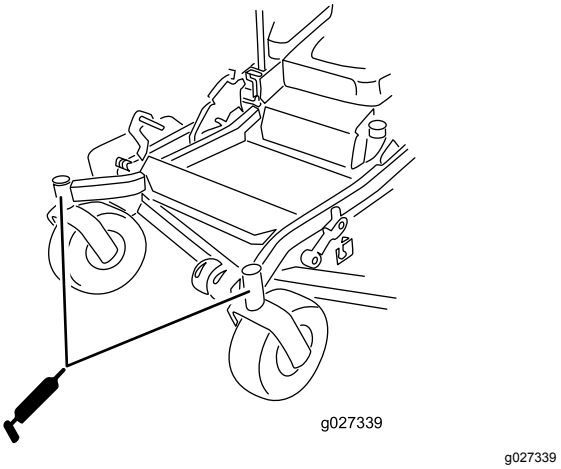

Figur 50
12. Montera sexkantpluggen och dammkåpan (Figur 50).
13. Smörj svänghjulets lager (Figur 50).